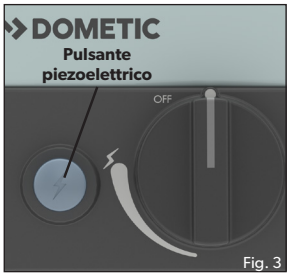

Fig. 3
- Per accendere l'apparecchio utilizzando l'accenditore piezo, premere e ruotare la manopola di comando di 90° in senso antiorario, quindi premere il pulsante piezo per accendere il gas (vedi Fig. 3). Se il gas non si accende alla prima scintilla, riportare la manopola di comando in posizione "OFF". Riprovare, premendo e ruotando la manopola di controllo in senso antiorario e premere il pulsante piezo per accendere il gas. Se il gas non si è acceso nei primi due o tre secondi, è necessario chiudere la valvola di controllo ruotando la manopola di controllo nella posizione "OFF".